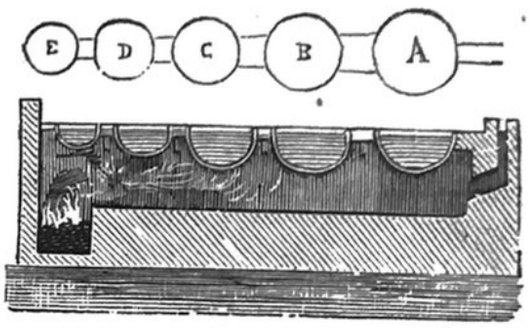

Fig. 219. — Equipaggio.
2.° La canna così spremuta, la si fa seccare, poi la si adopera come combustibile. In quanto al succo ottenuto, si può considerarlo come una soluzione acquosa di zucchero press'a poco puro, perchè l'analisi chimica non ha fatto scoprire, oltre all'acqua e lo zucchero, che delle quantità appena apprezzabili di sostanze eterogenee. Tuttavia, per quanto minima sia la proporzione di queste sostanze, sarebbe sufficente per provocare l'alterazione del succo stesso, se non si avesse cura di sottometterlo immediatamente alle operazioni destinate ad isolarne lo zucchero. A tale scopo, lo si fa passare successivamente in cinque caldaje di rame o di ghisa, *A, B, C, D, E* (fig. 219), sostenute da una muratura, poste in continuazione le une alle altre, e comunicanti, a due a due, per mezzo di un condotto. Queste caldaje si chiamano, andando dalla prima, che è la più vasta, alla quinta, che è la più piccola, la *grande*, la *depuratrice*, la *fiaccola*, il *siroppo*, la *batteria;* ed il loro complesso costituisce ciò che si chiama un *equipaggio*. Il succo viene dapprima introdotto nella grande, lo si scalda con alcuni centesimi di calce fino a 60 gradi circa. A misura che la temperatura aumenta, i corpi eterogenei contenuti nel liquido salgono alla superficie sotto